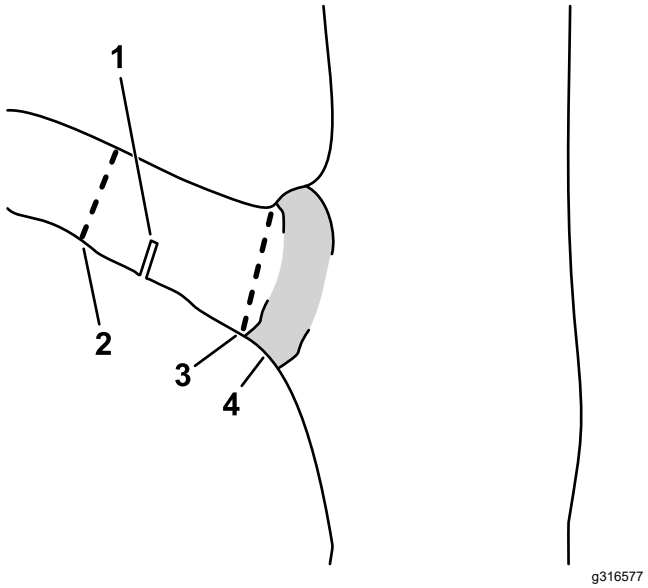

**Rysunek 13**
C. Gałąź odcinaj u podstawy rozgałęzienia (Rysunek 13).